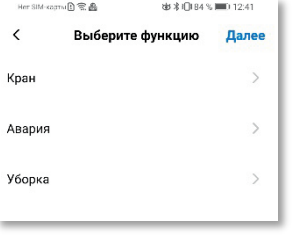

Рисунок 21.
7) Выберите функцию «**Авария -> On**» (рис. 21) и нажмите кнопки «**Сохранить**» и «**Далее**» в этом случае сигнал аварии будет воспринят блоком управления Gidrolock Standard Wi-Fi как авария и пользователю будет отправлено Push-уведомление об обнаружении аварии. При выборе функции «**Кран -> Off**» электропривод будет закрываться, но сигнал от стороннего датчика не будет воспринят как сигнал аварии, и уведомление пользователю не отправится.